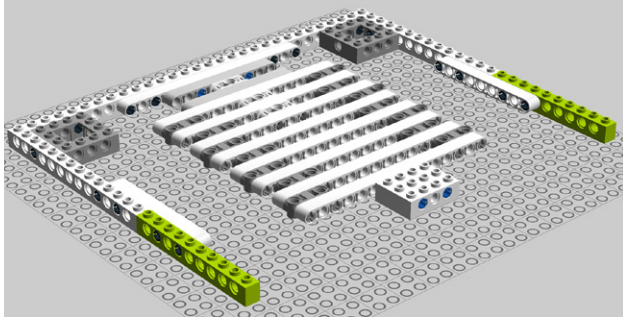

Figure 8-27. *Step 22: Adding two 10M Technic bricks*
22. Add a pair of 10M Technic bricks as seen in Figure 8-27.